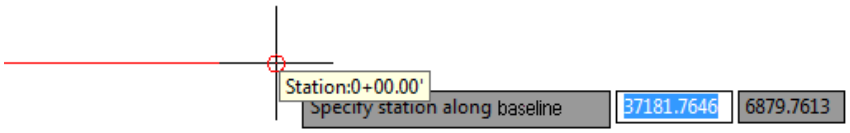

Figure 2-53 *A tooltip showing the first station*
4. As you move the cursor over the alignment, a tooltip showing the first stations is displayed, as shown in Figure 2-53. Zoom in to view the alignment and click on **0+00** at the start of the alignment. Now you are prompted to specify the offset distance.